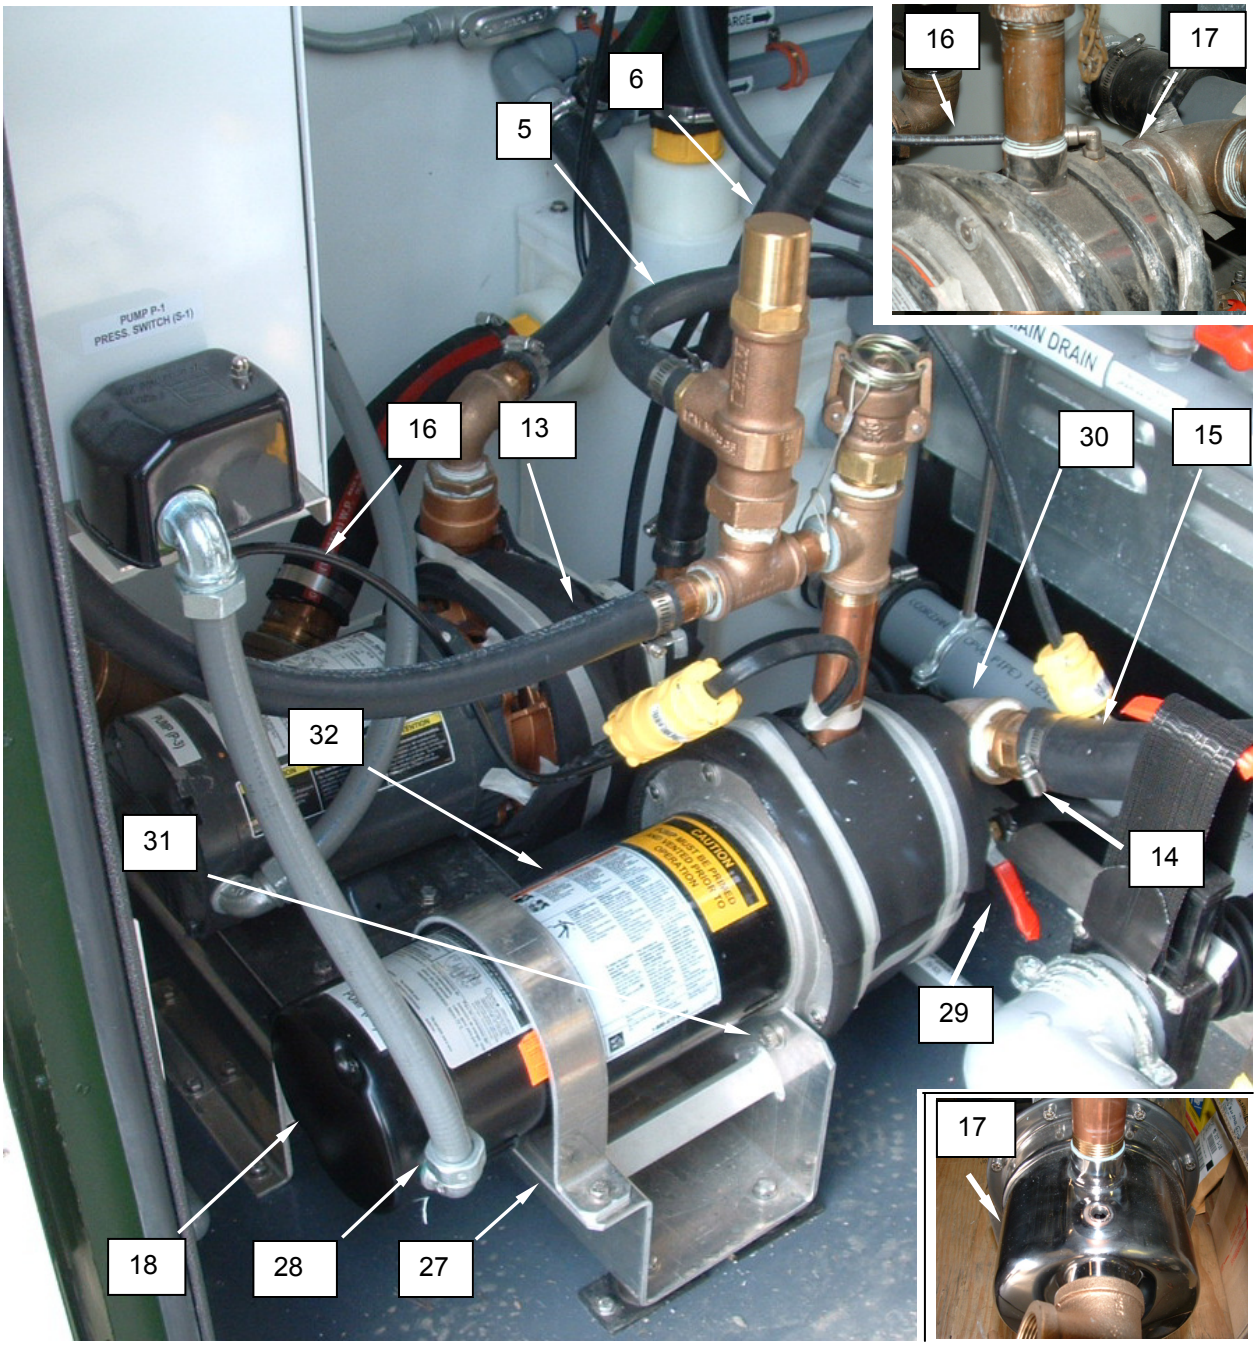

Figure 16. Replace the P-1 Pump Assembly.
3. Remove screws retaining pump end cover **(Figure 16, Item 18)** and remove end cover.
5. Remove conduit locknut, and remove conduit **(Figure 16, Item 28)** from pump.
6. Loosen hose clamp retaining discharge hose **(Figure 16, Item 13)** and remove hose.
7. Loosen hose clamp retaining pressure relief valve hose **(Figure 16, Item 5)**, and remove hose.
8. Loosen hose clamp retaining drain hose **(Figure 16, Item 14)** and remove hose.
9. Loosen hose clamp retaining pump suction hose **(Figure 16, Item 16)** and remove hose.
10. Loosen compression nut retaining pressure switch tubing **(Figure 16, Item 16)** to pump casing **(Figure 16, Item 17)** and remove tubing.
11. Mark alignment of discharge fittings, including pressure relief valve **(Figure 16, Item 6)**, and use a pipe wrench to unscrew fittings as an assembly.
12. Mark alignment of pump drain fittings **(Figure 16, Item 29)** and use a pipe wrench to unscrew fittings from pump housing as an assembly.
13. Mark alignment of pump suction fittings **(Figure 16, Item 30)** and use a pipe wrench to unscrew fittings from pump housing as an assembly.
14. Remove nuts and bolts retaining motor mounting strap **(Figure 16, Item 27)** and remove strap.
15. Remove machine screws **(Figure 16, Item 31)** retaining pump assembly **(Figure 16, Item 32)** to mount.
16. Remove pump assembly **(Figure 16, Item 32)**.
17. Install replacement pump assembly **(Figure 16, Item 32)**.
19. Install machine screws **(Figure 16, Item 31)** to retain pump assembly **(Figure 16, Item 32)** to mount.
20. Install mounting strap **(Figure 16, Item 27)** and retain with nuts and bolts.
21. Apply pipe sealant to threads of suction fittings **(Figure 16, Item 30)** and install as an assembly. Ensure fittings are aligned correctly.
22. Apply pipe sealant to threads of pump drain fittings **(Figure 16, Item 29)** and install as an assembly. Ensure fittings are aligned correctly.
23. Apply pipe sealant to threads of discharge fittings, including pressure relief valve **(Figure 16, Item 6)**, and install as an assembly. Ensure fittings are aligned correctly.
24. Install pressure switch tubing **(Figure 16, Item 16)** and retain with compression nut.
25. Install suction hose **(Figure 16, Item 15)** and retain with hose clamp.
26. Install pump drain hose **(Figure 16, Item 14)** and retain with hose clamp.
27. Install pump pressure relief valve hose **(Figure 16, Item 5)** and retain with hose clamp.
28. Install pump discharge hose **(Figure 16, Item 13)** and retain with hose clamp.
29. Remove pump end cover **(Figure 16, Item 18)** from replacement motor.
30. Install pump motor conduit **(Figure 16, Item 28)** onto replacement motor and retain with locknut.
32. Install pump end cover **(Figure 16, Item 18)** and retain with screws.